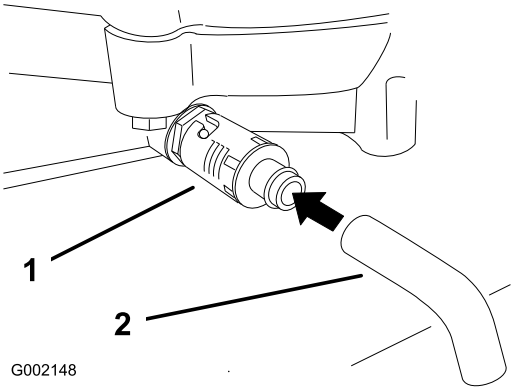

**Figur 22**
4. Placer en bakke under aftapningsproppen. Drej oliedræningsventilen, så olien kan løbe ud (Figur 22).